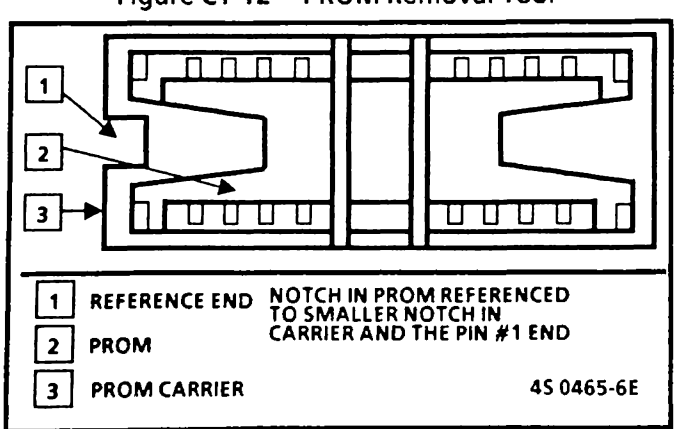

Figure C1-13 - PROM in PROM Carrier
2. For correct reference of PROM in carrier, see Figure C1-13.